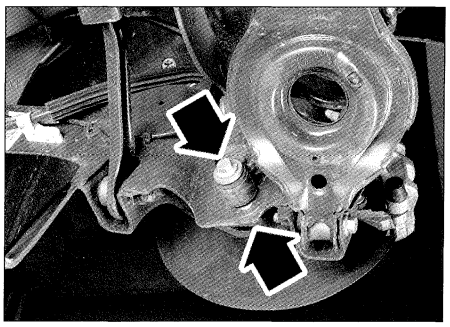

FIG. 11
- la fijación inferior del amortiguador trasero **(fig. 11)**.
• Desmontar el perno de fijación inferior del amortiguador **(fig. 11)**.